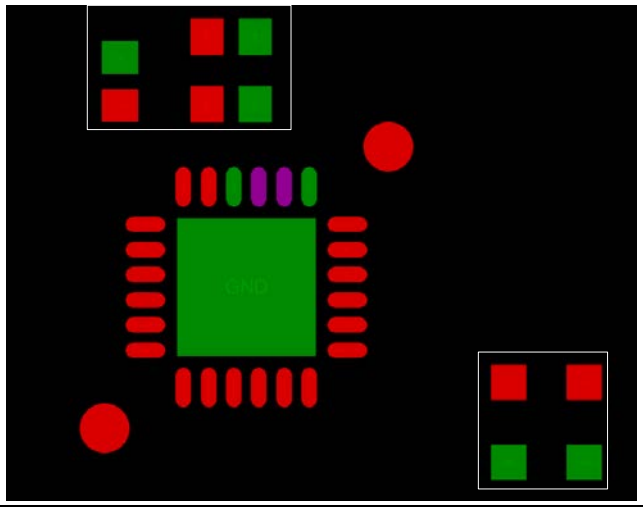

Figure 27　　バルクコンデンサとデカップリングコンデンサの配置
- Figure 27 に示すように、高周波および低周波ノイズフィルタリング用に、それぞれの PMG コントローラーの電源ピンの近くにデカップリングコンデンサを配置します。